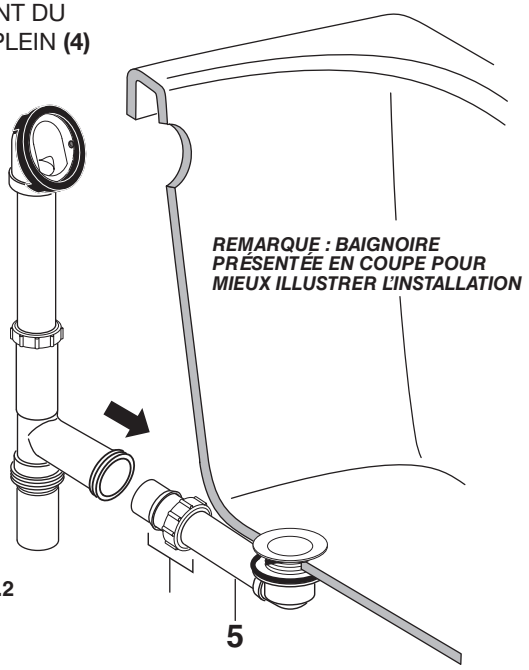

FIG.2
- Desserrez l'ÉCROU JOINT COULISSANT **(5)** et installez-lesur le COUDE DE TROP-PLEIN **(6).** Installez le COUDE DE TROP-PLEIN **(6)** à la section horizontale du COUDE DE DRAIN **(3)**. **FIG 2.**